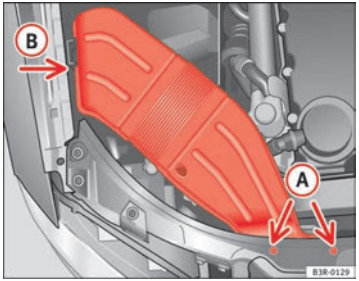

Fig. 204 Air duct on right side of vehicle
– Unscrew bolts (A) ⇒ page 265, fig. 204.
– Detach air duct from guide (B) and take it out. ■